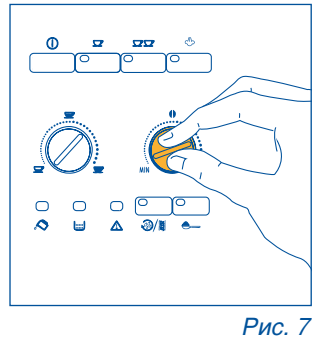
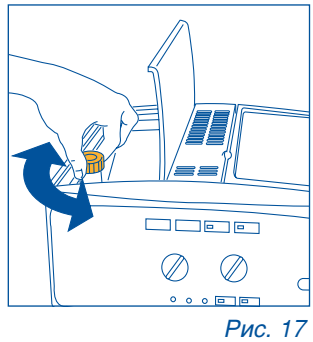

Рис. 7
Рис. 17
2) Поверните правую ручку, рис. 7, для установки необходимого количества молотого кофе. Чем больше вы поворачиваете ручку по часовой стрелке, тем большее количество зерен кофе будет помолото и тем крепче будет приготовленный кофе. При первом использовании необходимо путем проб приготовить несколько чашек кофе, чтобы определить правильное положение ручки. Будьте внимательны и не поворачивайте ручку по часовой стрелке слишком сильно, так есть вероятность получить слишком медленное вытекание готового кофе (каплями), особенно, если вы готовите две чашки кофе.
Примечание 1: *Если кофе выходит каплями или не выливается весь, необходимо повернуть ручку регулировки помола, рис. 17 на один щелчок по часовой стрелке, см. пар.6. Поворачивайте ручку постепенно на один щелчок до получения удовлетворительной подачи кофе.*
ПРИМЕЧАНИЕ 2: *: если кофе выливается слишком быстрои и пенка на кофе неудовлетворительная, поверните немного по часовой стрелке правую ручку, рис. 7. Путем проб приготовьте несколько чашек кофе, чтобы определить правильное положение ручки. Будьте внимательны и не поворачивайте ручку по часовой стрелке слишком сильно, так есть вероятность получить слишком медленное вытекание готового кофе (каплями), особенно, если вы готовите две чашки кофе. Если посл нескольких чашек кофе не удается добиться удовлетворительной пенки, поверните так же ручку регулировки помола, рис. 17, против часовой стрелки на один щелчок (см. пар. 6).*
ПРИМЕЧАНИЕ 8: со временем при износе кофемолки кофе будет вытекать слишком быстро и не будет иметь пенки, так как помол станет крупнее. Для решения этой проблемы необходимо отрегулировать степень помола кофеварки, повернув ручку регулировки степени помола, рис. 17, против часовой стрелки на один щелчок (как описано в гл. 6).
Кофемолка не должна подвергаться регулировке (по крайней мере вначале), так как уже отрегулирована на заводе для обеспечения правильной подачи кофе. Тем не менее, если после первых чашек кофе выливание кофе будет слишком быстрым или медленным (каплями), необходимо произвести коррекцию при помощи ручки степени помола кофе, рис. 17. После поворота ручки по часовой стрелке на один щелчок (равный одной цифре), кофе выливается из кофеварки быстрее (не капая).